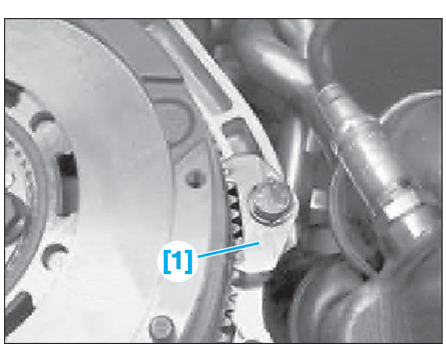

Fig. 1
- [1]. Outil de blocage du volant moteur (ref : 11 9 260) **(Fig.1)**.
• Bloquer le volant moteur avec l'outil [1] **(Fig.1)**.